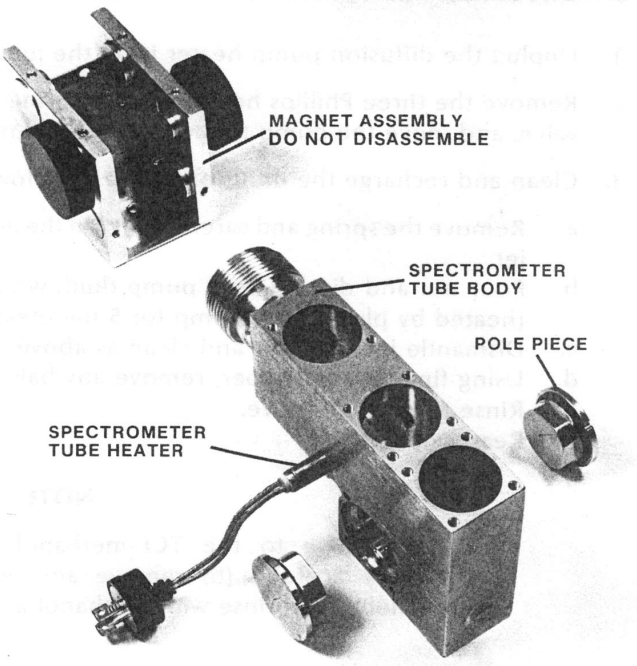

Figure 6-11a. Magnet Assembly, Heater and Pole Pieces
2. Remove the compression fitting parts and the three mounting screws and take off the magnet assembly (Figure 6-11a). DO NOT DISASSEMBLE THE MAGNET.